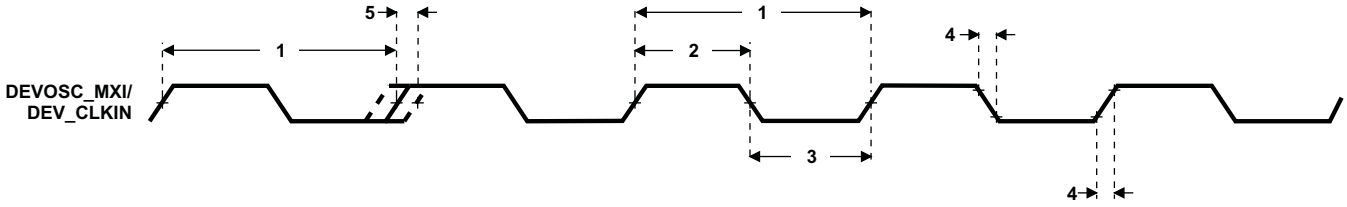

Figure 7-13. DEV_MXI/DEV_CLKIN Timing
Table 7-14. Timing Requirements for DEVOSC_MXI/DEV_CLKIN(1) (2) (3)(see Figure 7-13)